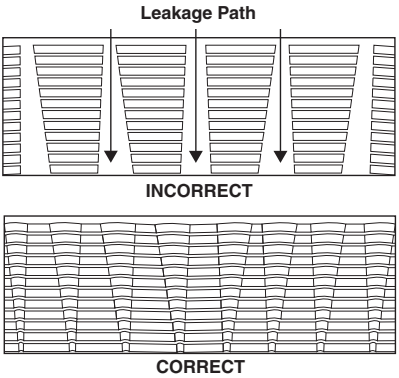

**Figure 8 – Expansion Markings (Inside Expanded Tubing End)**
5. Working quickly, visually check the inside of the expanded tube end. Confirm that there is no dirt, debris or head lubricant in the tube. If needed, wipe the inside of the tube out. Inspect the expansion markings inside the tube end. The markings should overlap *(see Figure 8)* reducing the likelihood of potential leak paths.